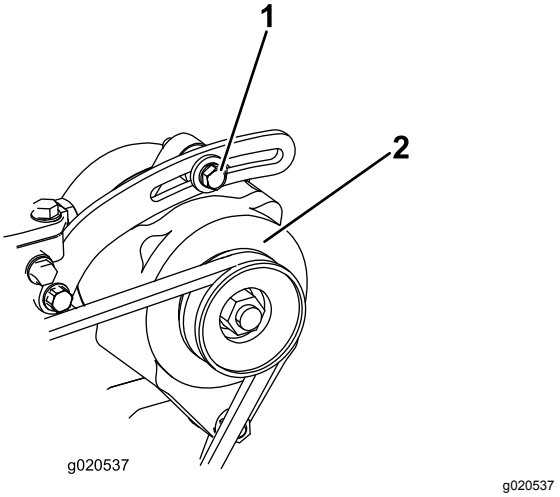

Figur 87
1. Hvis afbøjningen ikke er 10 mm, skal generatorens monteringsbolte løsnes (Figur 87).